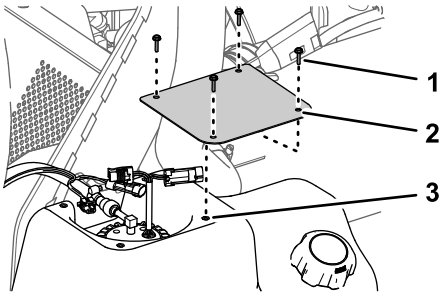

Figura 77
2. No depósito de combustível, retire os quatro parafusos (nº 10 x ¾ pol.) que fixam a cobertura à parte superior do depósito de combustível e retire a cobertura (Figura 77).